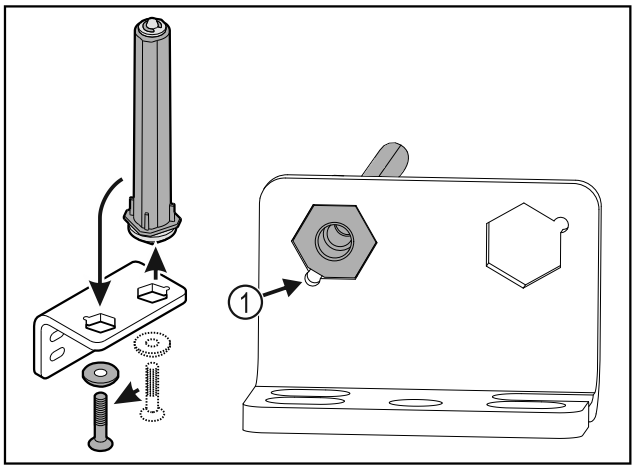

Fig. 28
▶ Aveți în vedere ca la introducere, teșitura bolțului *Fig. 28 (1)* să fie orientată spre orificiul rotund.